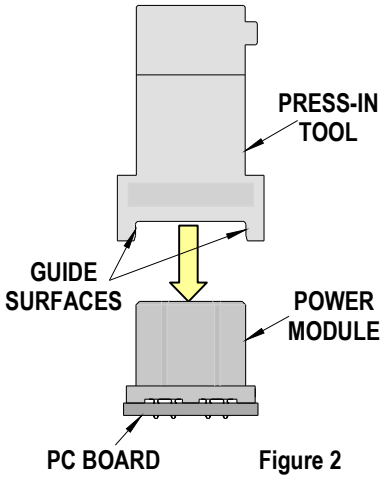

Figure 2
2. Line-up the Press-In tool so that the guide surfaces on the tool are in line with the sides of the vertical power module. See Figure 2.